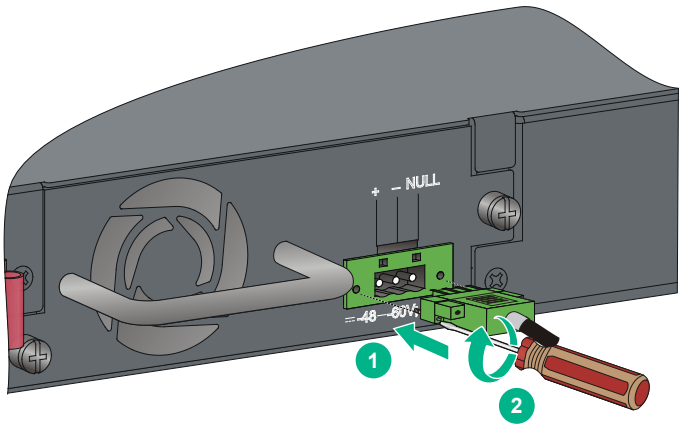

図 3-19 PSR150-D1 への DC 電源ケーブルの接続 1
2) DC 電源ケーブルを準備し、装置接続側のプラグの向きに注意して、図 3-19の①に示すように電源ソケットをプラグに挿入します。ソケットに確実に挿入してください。
3) 図 3-19の②に示すように電源ソケットと電源モジュールを固定するためにマイナスドライバを使用してネジを締めてください。